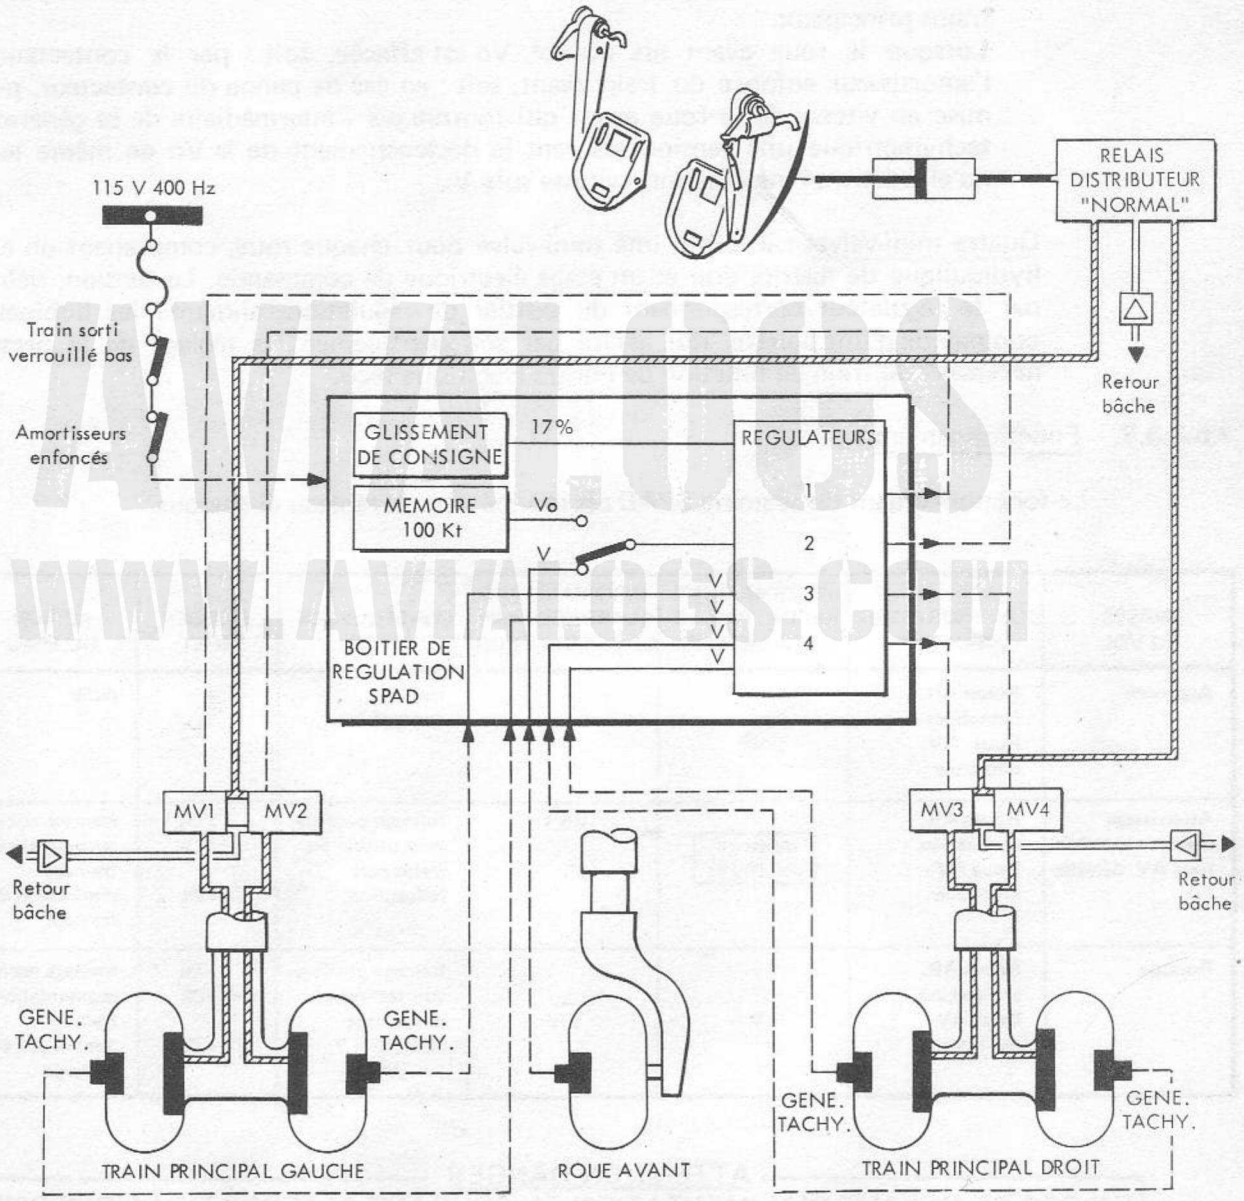

FIGURE 13 - DISPOSITIF ANTIDERAPANT
7.5.2.3.2 - Description (Fig. 13)